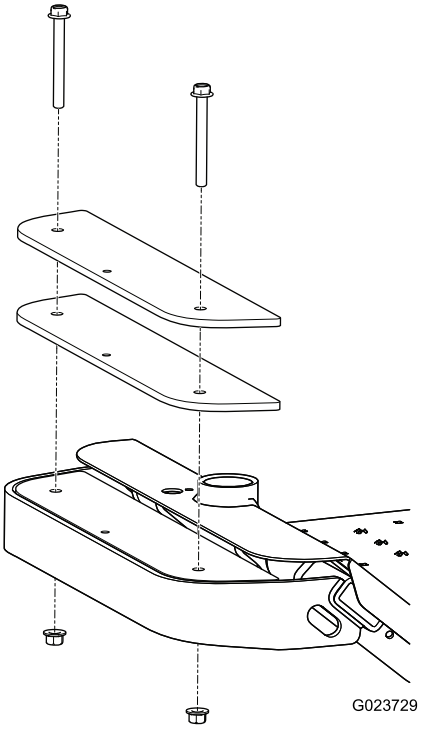

**Figur 13**
1. Ta bort de två skruvarna och de två muttrarna som håller nuvarande vikter på plats på maskinens främre del (Figur 13).